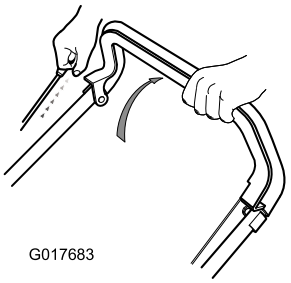

Figur 12
1. Hold motorens stopphåndtak mot håndtaket (Figur 12).
2. Trekk i tilbakespolingshåndtaket (Figur 12).